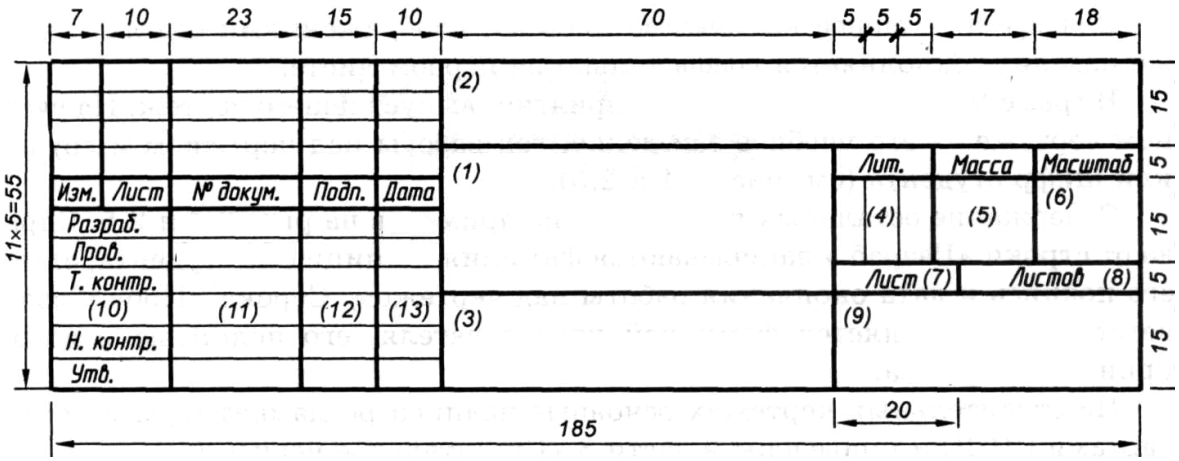

Рис. 1.3
9. Заполнить основную надпись рис.1.3